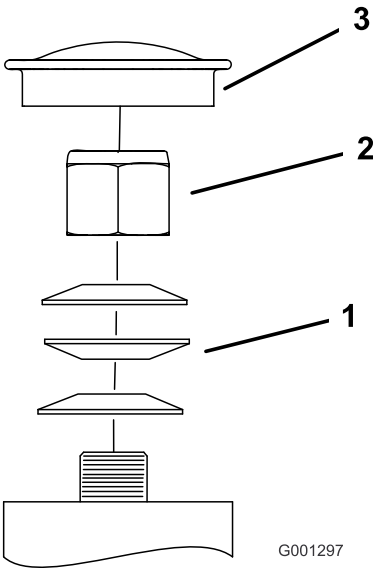

Figure 79
3. Retirez le capuchon antipoussière de la roue pivotante et serrez le contre-écrou (Figure 79).
4. Continuez de le serrer jusqu'à ce que les rondelles élastiques soient aplaties, puis desserrez-le de ¼ de tour pour obtenir la précharge correcte des roulements (Figure 79).
Important: **Veillez à placer les rondelles élastiques comme montré à la Figure 79.**
5. Remettez le capuchon antipoussière en place (Figure 79).